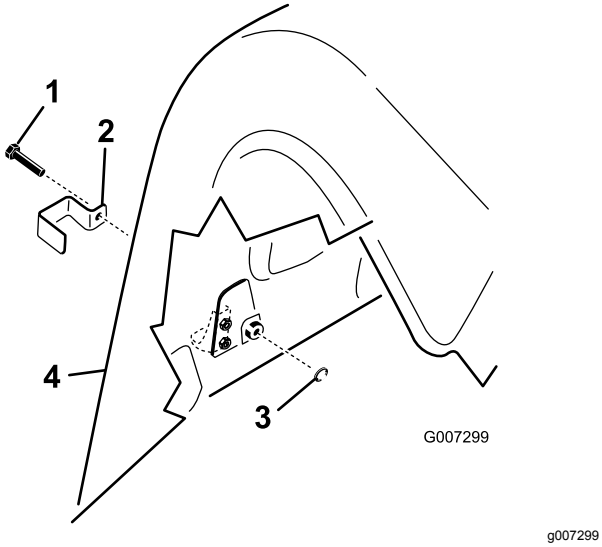

Figur 18
1. På ProCore 864-modellen, monter en låsebrakett over bakre, nedre venstre og høyre, og øvre panserlåser med en selvgjengende skrue (fire totalt). Se Figur 18.
2. På ProCore 1298-modellen, monter en låsebrakett over alle de bakre, nedre panserlåsene og utsidens panserlås på både høyre og venstre bakre deksler med en selvgjengende skrue (tre per luftehode, seks totalt). Se Figur 18.
3. Bruk en nebbtang eller justerbar skiftenøkkel til å tre en intern låseskive inn på hver bolt (1-2 gjenger) for å feste låsen (Figur 18).